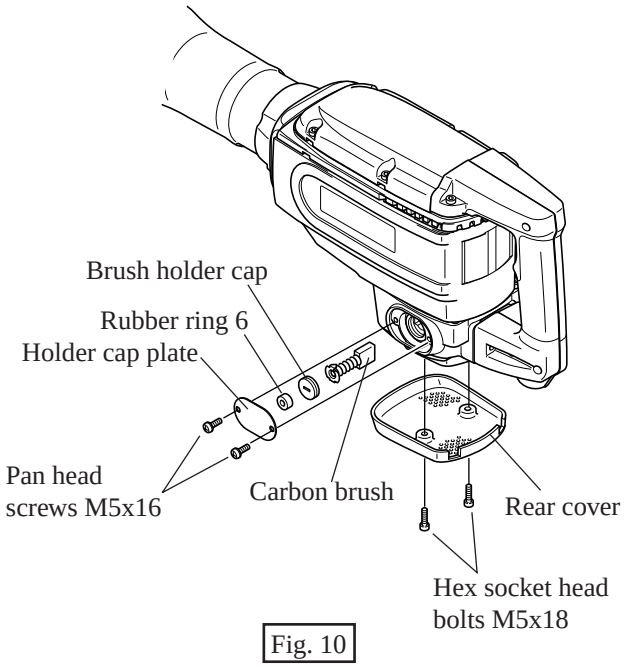

Fig. 10
(4) Mount rear cover and fasten it with hex socket head bolts M5x18. Mount carbon brushes and fasten it with brush holder cap, rubber ring 6 and holder cap plate. See Fig. 10.